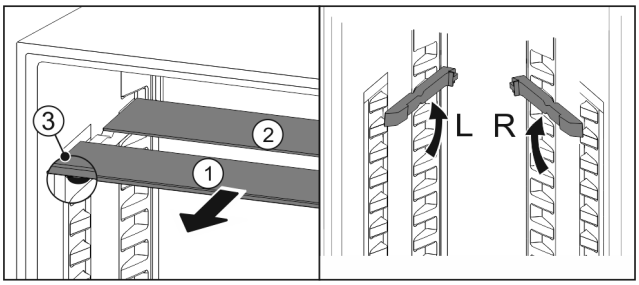

Fig. 26
▶ Pull the glass panels out *Fig. 26 (1)* from the front, one at a time.
▷ The glass panel *Fig. 26 (1)* and trim strip are at the front.
▷ The stops *Fig. 26 (3)* point down.